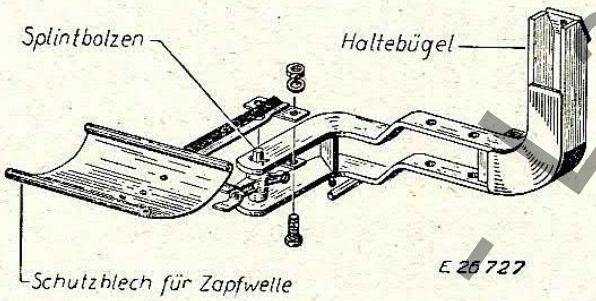

Bild 15.
Die Kettenlänge wird mittels der Ösenschraube am Winkelhebel reguliert und muß so eingestellt sein, daß bei hinterster Stellung des Hebelarmes der Hydraulik, der Schneidapparat senkrecht steht und der Anschlag am Gelenkbalken auf der Anschlagschraube (Bild 15) aufsitzt. Beim Ein- und Ausdrehen der Ösenschraube muß die Kette aus dem Hebelarm der Hydraulik genommen werden.
**Schutzblech unter Zapfwelle anbringen** (Bild 15).